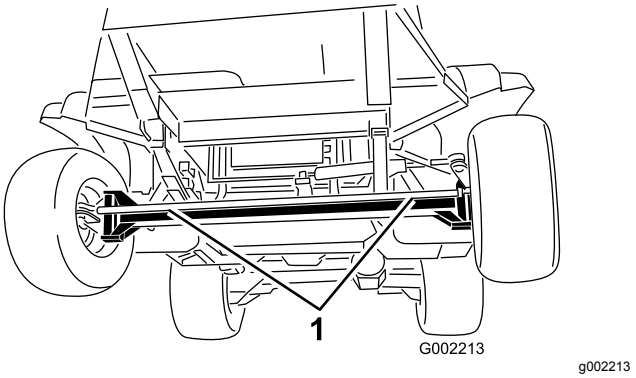

Figur 53
2. Fest et tau til rammen. Se fremre og bakre tauepunkter i Figur 53 og Figur 54.